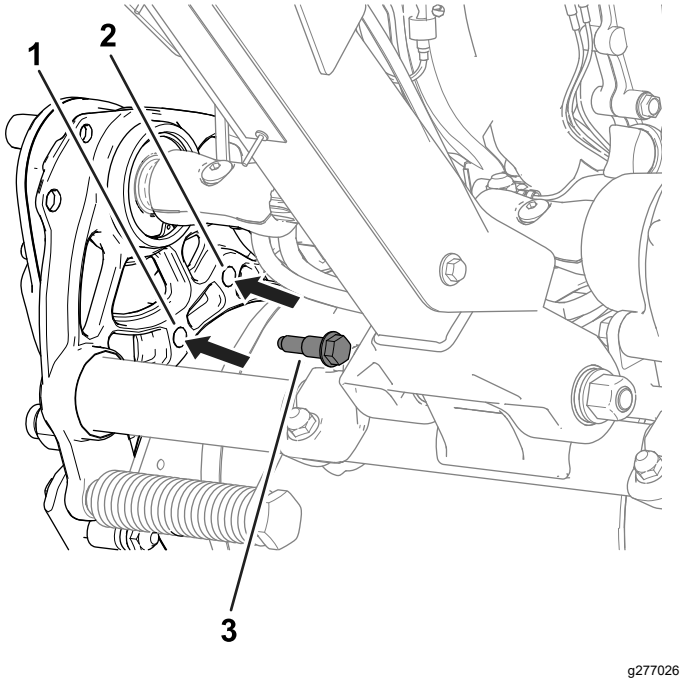

Figur 19
2. Fjern ansatsboltene (Figur 19) på hver side af maskinen, der fastgør drevtromlehuset på chassiset.
4. Brug de ansatsbolte, du fjernede tidligere, til at fastgøre drivværkets hus på chassiset (Figur 19).